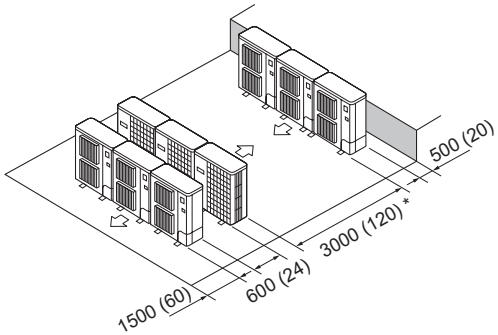

Fig. 2-17
(6) Disposition pour plusieurs appareils parallèles (Fig. 2-17)